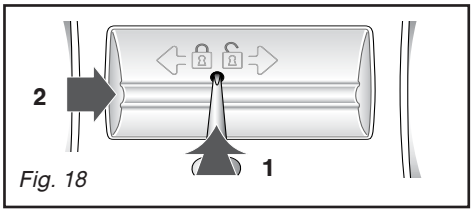

Fig. 18
– déverrouillez cette pièce *(Fig. 18)*.
Si votre appareil n'est pas équipé de la pièce A représentée sur la Figure 18, pour nettoyer votre filtre de pompe, vous devrez procéder comme suit :